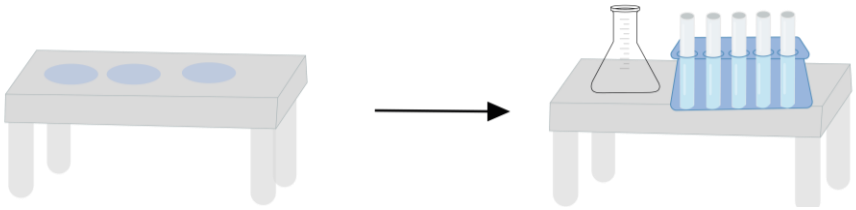

Figura 1. Desinfección de área de trabajo y organización de material
1. Desinfectar el área de trabajo con alcohol 70% (v/v) y una vez que la superficie se seque, organizar todo el material de trabajo de acuerdo con lo que se va a emplear a lo largo de la práctica 1 Figura 1.